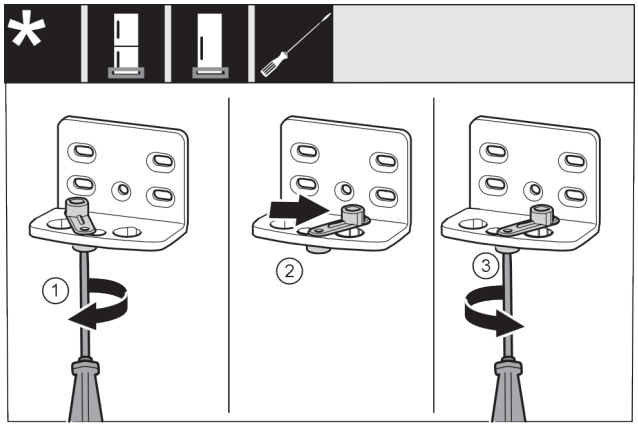

Fig. 14
▶ Use screwdriver to loosen the screw *Fig. 14 (1)*.
▶ Lift the door closing aid *Fig. 14 (2)* and turn 90° clockwise in the hole.
▶ Tighten screw *Fig. 14 (3)* with screwdriver.